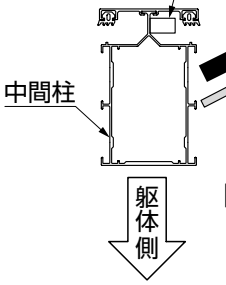
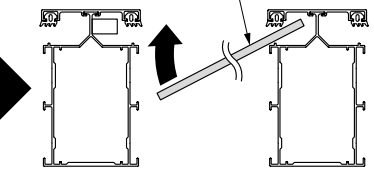
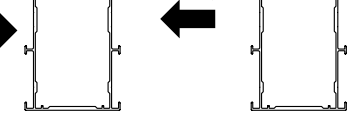

図4-5
図4-6
図4-7
②前面フィックスパネルの片側を中間柱に差込んで、反対側を端部柱、中間柱に押込むようにはめ込んでください。（図4-5、図4-6、図4-7参照）